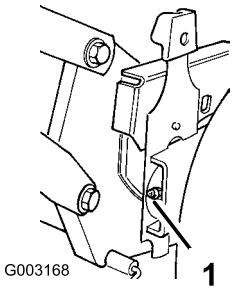

Figuur 20
2. Veeg de smeernippels met een doek schoon (Figuur 20).